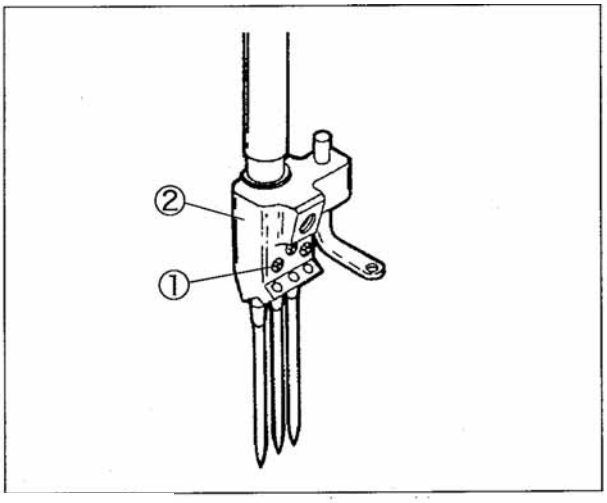
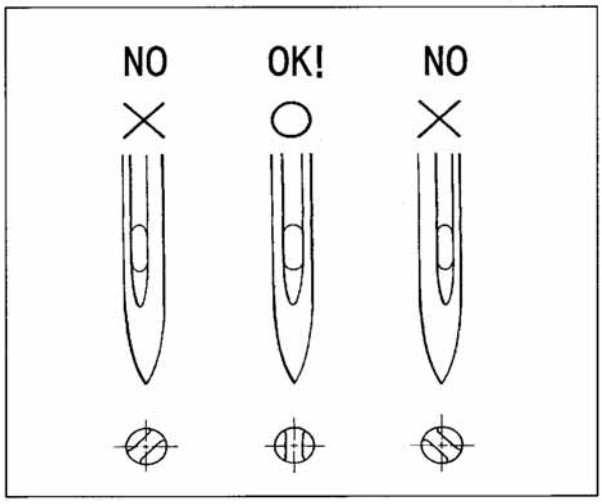

Рис. 5-1
Рис. 5-2
(1) Ослабьте винты ① при помощи отвертки (Рис. 5-1).
(2) Извлеките старую иглу при помощи пинцета.
(3) Вставьте новую иглу в иглодержатель ② до упора длинным желобком назад (рис. 5-2, 5-3).
(4) Затяните винты ① при помощи отвертки.